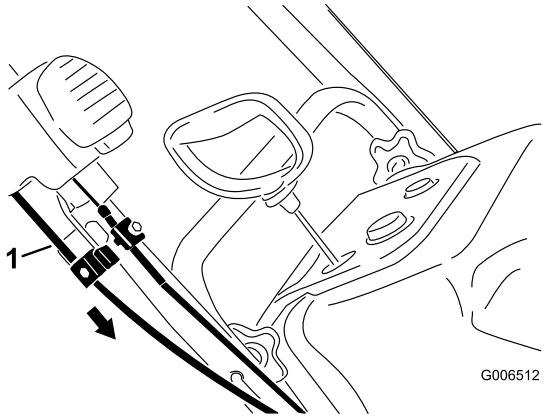

Figur 41
4. Hold utløpssjakten i denne stillingen, trekk det nedre kabelhuset nedover til du fjerner slakken i kabelen, og fest skruen på den nedre kabelklemmen godt (Figur 41).